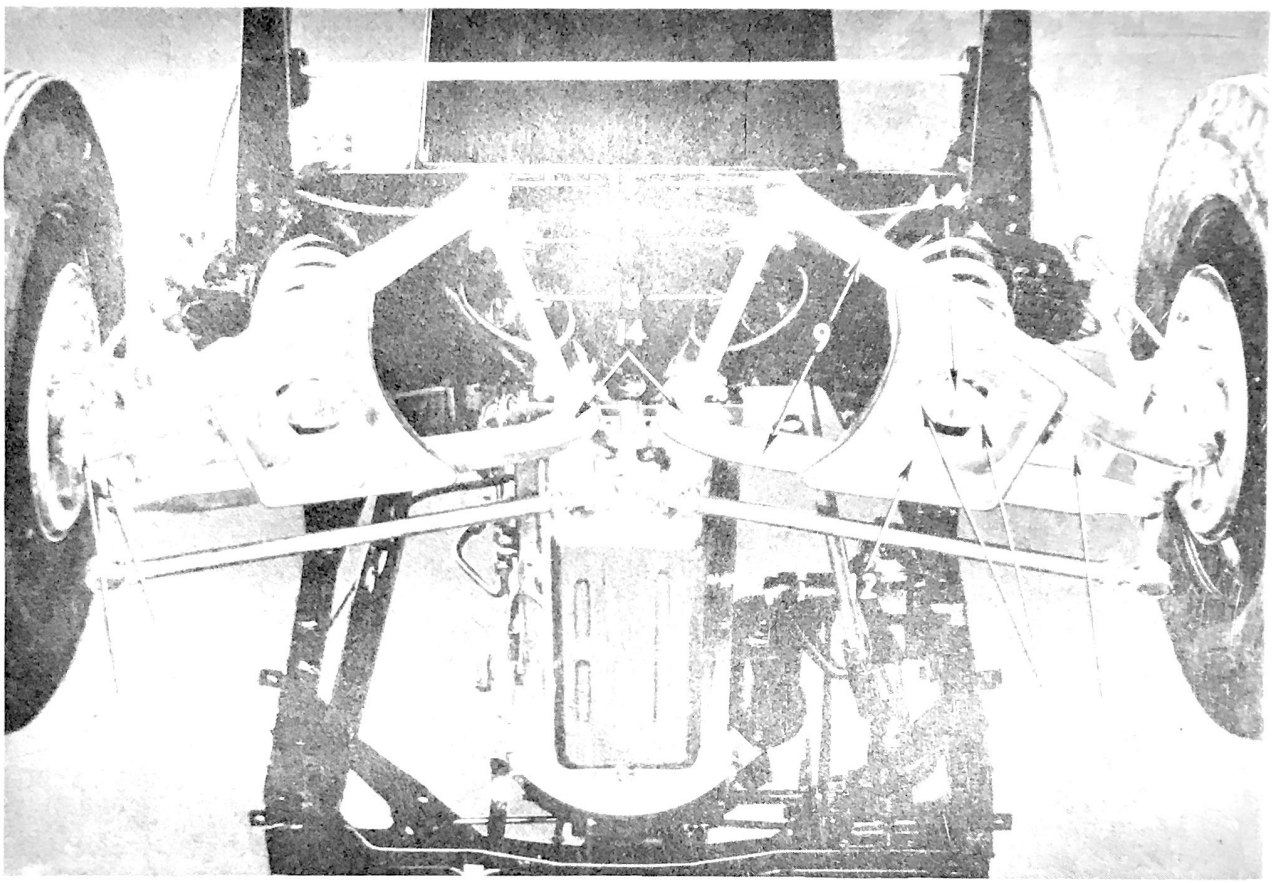

Figure 313 - Front Suspension Detail
FRONT COIL SPRING REMOVAL. Jack front wheels clear of the floor. Place a stand jack under the inner side of the lower support arm (9), Fig. 313, on the side that the spring is being removed from. Lower car until it touches the stand. Remove shock absorber. Remove the four bolts (16) that fasten the lower support arm pivot (13) to the frame cross member at the inner end of the lower support arm (9). Raise car carefully, thus allowing the coil spring to expand and drop out of place.
Flat end of spring must be at top. Bottom end must rest in the seat stamped in the lower support arm spring seat (12), Fig. 313. Silencer material must be in the upper spring seat. Check "Riding Height" and use shims if necessary. If installing a new spring be certain it is the correct one. Coil springs are all identified.
FRONT SHOCK ABSORBER REMOVING. Remove top retainer nut, washer and rubber bushing. Remove the two screws (45), Fig. 313, holding shock absorber anchor plate (44) to the lower support arm (9). Turn the shock absorber one fourth turn and lower through the opening.
LOWER SUPPORT ARM REMOVING. Perform the operations of removal of FRONT coil spring. Remove the lower support arm outer pivot (17), Fig. 313.
LOWER SUPPORT ARM REPLACING. Install front coil spring. Install all lower support arm pivot to frame bolts (16), Fig. 313. Install the lower support arm outer pivot (17).
LOWER SUPPORT ARM PIVOT AND BUSHING REMOVAL. Jack front wheels clear of the floor. Place stand jack under inner side of lower support arm (9), Fig. 313. Remove front (15) and rear bushings of the lower support arm pivot (13). Remove the four nuts (16) that hold lower pivot to front cross member. Remove lower pivot (13) from lower support arm (9).
LOWER PIVOT PIN AND BUSHING REMOVING. Place a jack under the lower support arm (9), Fig. 313, and raise the car off the floor. Remove cotter pin, nut and washer from the pivot pin (17). Remove the lower pivot pin (17) and bushing.